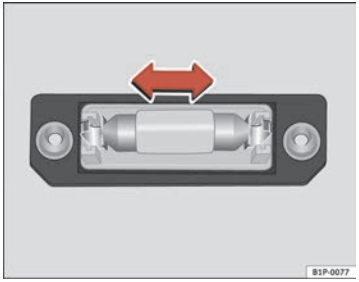

Fig. 179 Registration light
– Remove the bulb, moving it in the direction of the arrow and outwards ⇒ fig. 179.